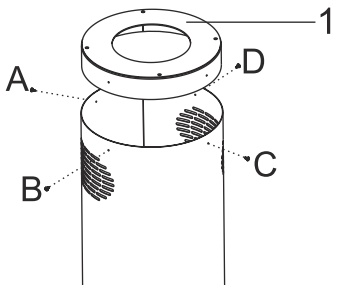

Fig. 8
1. Skru skruerne af på punkterne A, B, C & D og afmontér loftbeslaget (Fig. 8).